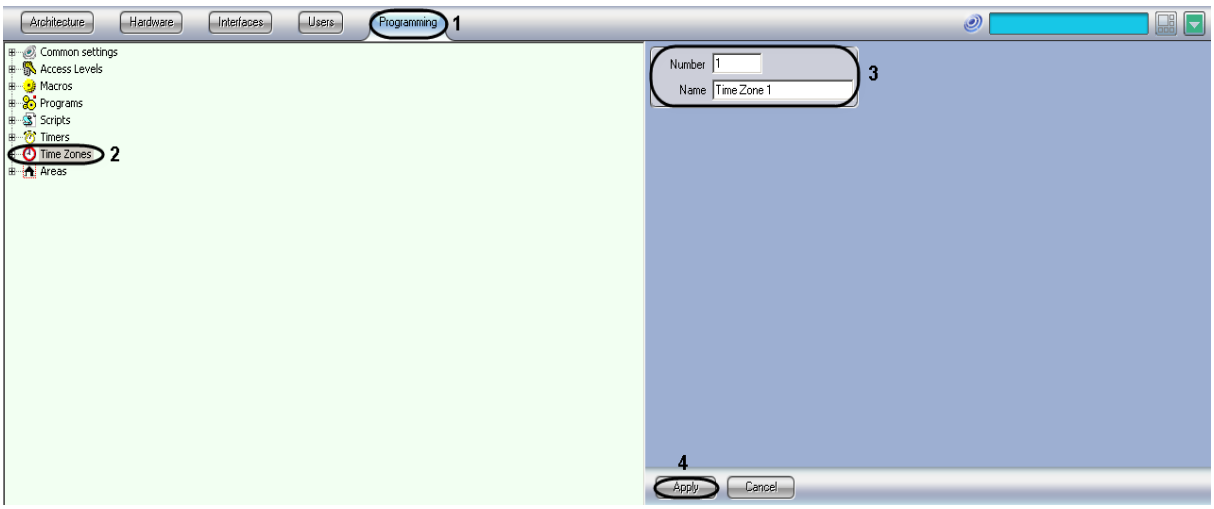

Figure 8.24-1 Creating the "Time Zone" object
1. Open the “Programming” tab (Figure 8.24-1, 1).
2. Create the “Time Zone” object under the “Time Zones” node in the objects tree (Figure 8.24-1, 2).
3. Specify the number and name of the time zone into the corresponding fields of the settings panel (Figure 8.24-1, 3).
4. Click the “Apply” button (Figure 8.24-1, 4).